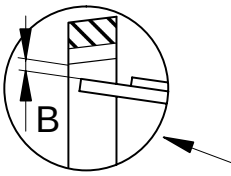

Fig. 2
Set the tab strip chute so that the roller (10) is in line with the slide plate according to fig 3 and so that the unit guide is positioned B mm below the **corners** of the window knife, see fig. 2. This must be done with great care.